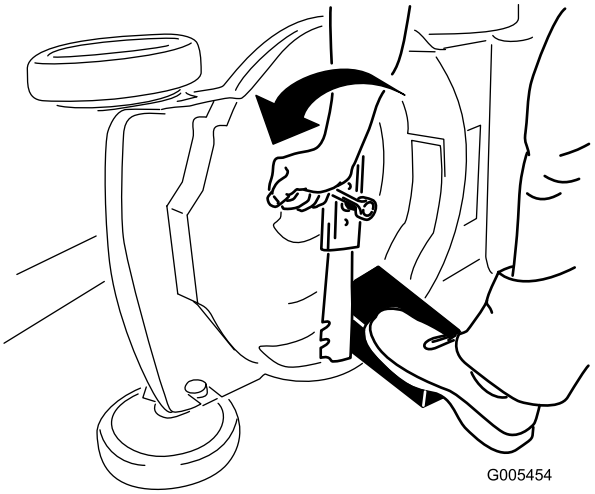

Figuur 20
3. Gebruik een blok hout om het mes stil te houden (Figuur 20).
4. Verwijder het mes en bewaar alle bevestigingselementen (Figuur 20).